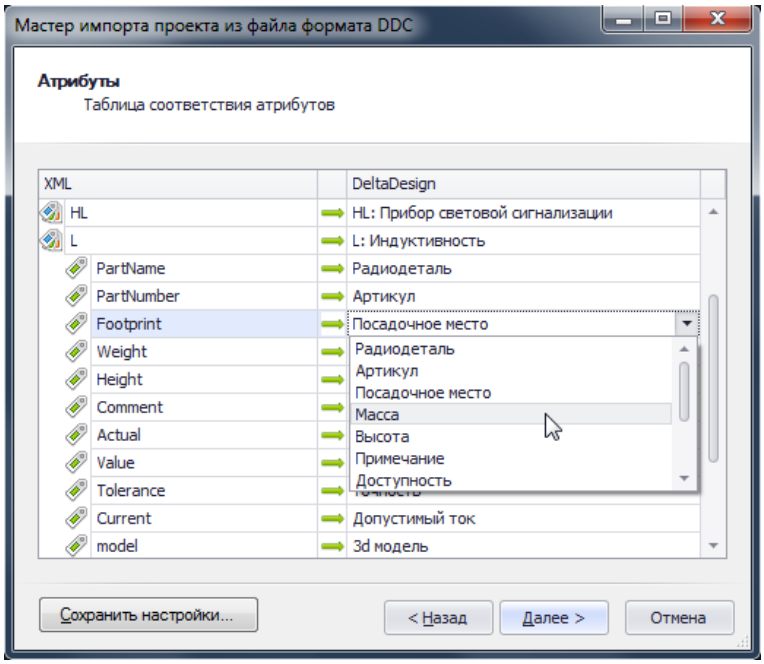

Рис. 352. Сопоставление атрибутов при импорте
6. В следующем окне мастера представляется информация по импортируемым атрибутам компонентов, используемых в проекте, см. Рис. 352. В левом столбце указывается значения атрибутов, которые содержатся в импортируемом проекте. В правом столбце можно указать необходимость импорта атрибута, и сделать сопоставление импортируемого атрибута с тем, который присутствует в системе.